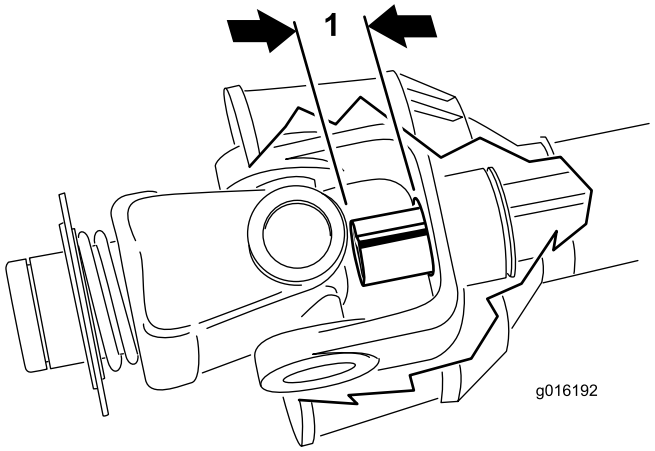

**Figur 17**
9. Skjut ihop kraftuttagsaxlarnas rör tills de är helt infällda. Kontrollera att det **inre** röret inte skjuter ut över kryss- och lagerdelen av det yttre röret (Figur 17). Om det händer ska du kapa av **mer** på det inre röret för att åtgärda problemet. Fortsätt till nästa steg.
10. Mät hur långt det inre röret skjuter ut över kryss- och lagerdelen av det yttre röret (Figur 17). Lägg till detta avstånd till det mått som uppmättes i steg 8.